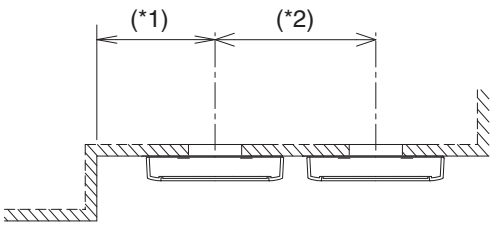

Fig. 3-51-2
*1 Install the remote controller more than 70 mm apart from the wall surface. (See Fig. 3-51-2)
*2 To install the remote controllers side-by-side, keep the space between each for more than 75 mm. (See Fig. 3-51-2)